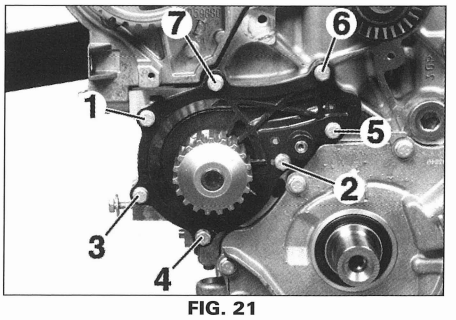

FIG. 21
- Desmontar los siete tornillos de fijación de la bomba de agua y separarla **(fig. 21).**
- apretar los tornillos de fijación en el orden indicado **(fig. 21)** (1 daNm).